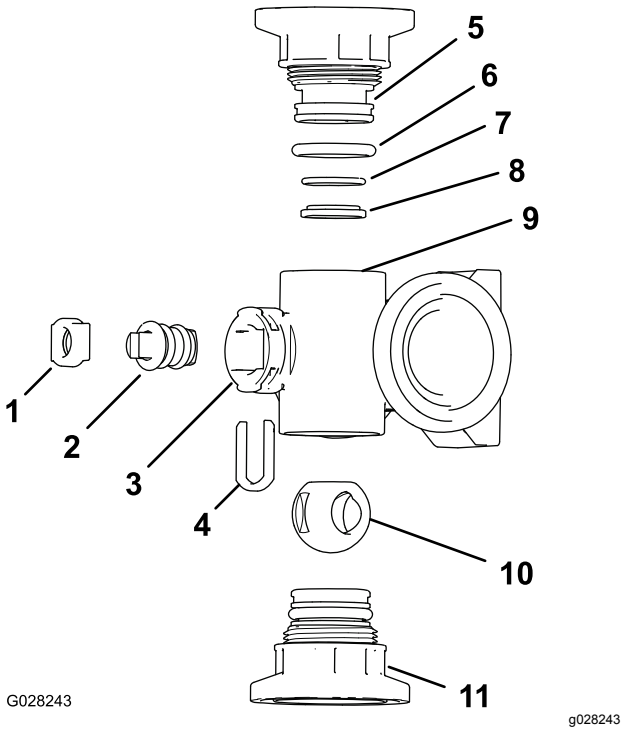
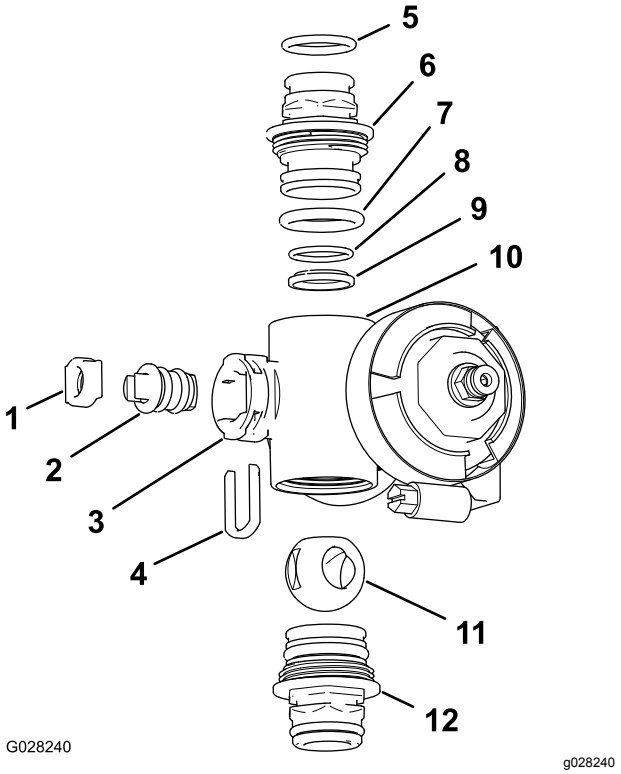

Figur 120
Figur 121
2. Fjern de 2 endedækselfittinger fra hver ende af manifoldhuset (Figur 120 og Figur 121).
4. Fjern spindelholderen fra åbningerne i spindelporten i manifolden (Figur 120 og Figur 121).
5. Fjern spindelholderen og ventilspindelsædet fra manifolden (Figur 120 og Figur 121).
6. Tag ventilspindelenheden ud af manifoldhuset (Figur 120 og Figur 121).
1. Kontroller udgangsfittingens O-ringe (kun sektionsventilmanifold), endedækslets O-ringe, kontrasædets O-ringe og kuglesædet for skader eller slitage (Figur 120 og Figur 121).
2. Smør ventilspindelen, og placer den i ventilspindelsædet (Figur 120 og Figur 121).
3. Monter ventilspindelen og sædet i manifolden, og fastgør spindelen og sædet med spindelholderen (Figur 120 og Figur 121).
4. Sørg for, at kontrasædets O-ring og kuglesædet flugter med hinanden og er placeret i endedækselfittingen (Figur 120 og Figur 121)
5. Monter endedækselfittingen på manifoldhuset, så flangen på endedækselfittingen rører manifoldhuset (Figur 120 og Figur 121), og drej derefter endedækselfittingen yderligere ⅛ til ¼ omgang.